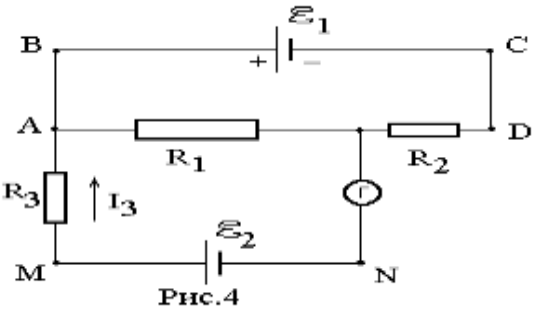

Рис.4
26. Электрическая цепь состоит из двух гальванических элементов, трех сопротивлений и гальванометра (рис. 4). В этой цепи R_1 = 50 Ом, R_2 = 25 Ом, R_3 = 5 Ом, э.д.с. элемента ε_1 = 4 В. Гальванометр регистрирует ток I_3 = 40 мА, идущий в направлении, указанном стрелкой. Определить э.д.с. $\sum_2$ второго элемента.